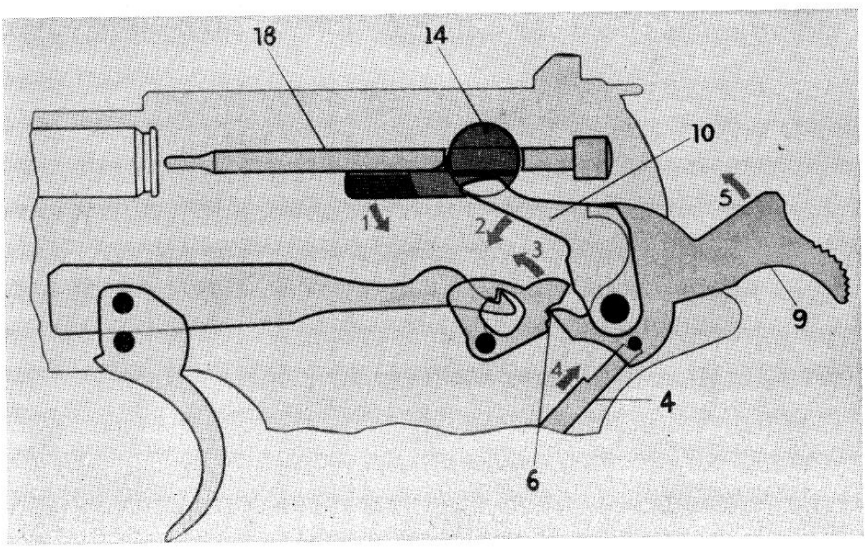

FIGURE 20. P-38 SAFETY SYSTEM (Continued).
Pistol Cocked Ready for Firing: In Figure 20 the firing mechanism is seen ready for the trigger pull. The hammer (9) is at full cock with the mainspring thrusting up against the hammer strut (4). The hammer nose is engaged with the sear nose (6) ready to be released. The trigger bar is ready to draw the sear out of hammer engagement when the trigger pivots as it is pulled. The thumb safety (14) is in the horizontal position where it does not interfere with the movement of the firing pin (18).